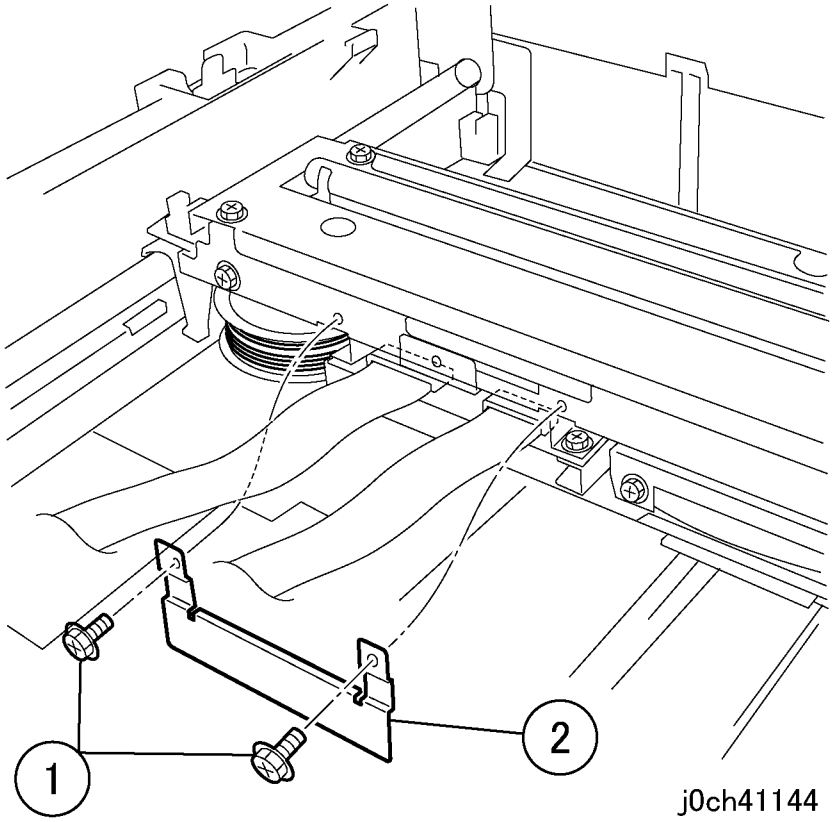

Рисунок 5 Снятие держателя (j0ch41144)
6. Снимите кронштейн (рисунок 5).